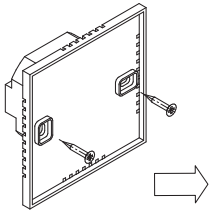

Рис. 3
8.2.3. С помощью двух винтов прикрепите тыльную часть корпуса к монтажной коробке (*рис. 3*).